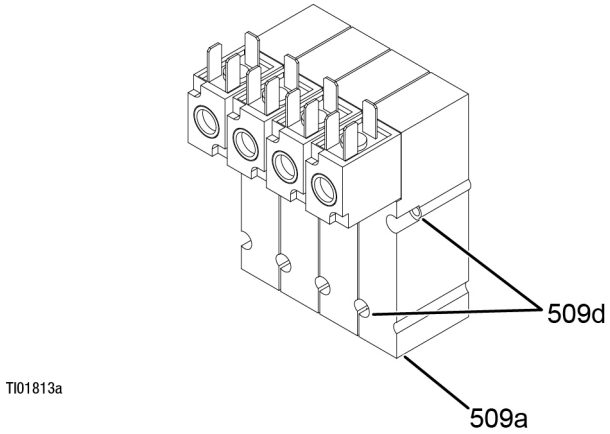

FIG. 4
3. Koppla bort magnetventilkabelns kontakt (542) från den magnetventil (509a) som ska bytas ut. Se **Elektriska kopplingsscheman**, vid behov. För system i farliga miljöer, se **Sensorschema för styrdosa** på sidan 46. För system som inte är avsedda för farliga miljöer, se **Sensorschema för styrdosa** på sidan 38.
4. Ta bort två skruvar (509d) från den magnetventil som ska bytas ut och ta sedan bort magnetventilen (509a). Se FIG. 4.